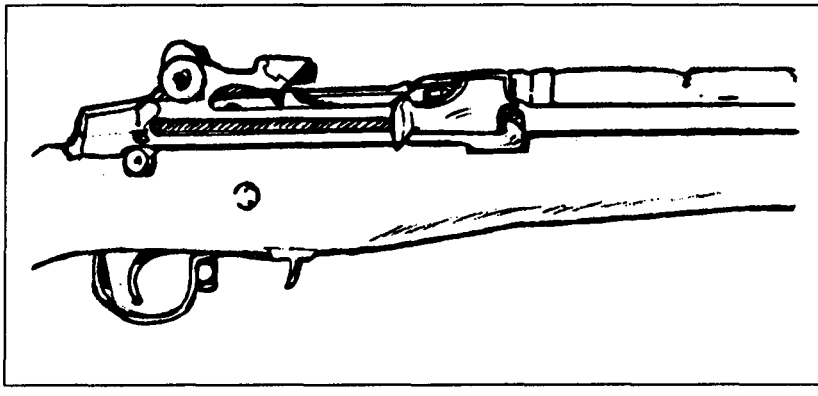

Figure B-2. M21 chamber.
(1) Wipe old oil, grease, and external dirt from the weapon.
(2) Clean the bore by placing the weapon upside down on a table or in a weapon cradle. hen, push a bore brush dipped in bore cleaner completely through the bore. Remove the bore brush and pull the rod out. Repeat this process four or five times.
(3) Clean the chamber (Figure B-2) and bolt face with bore cleaner and a chamber brush or toothbrush.